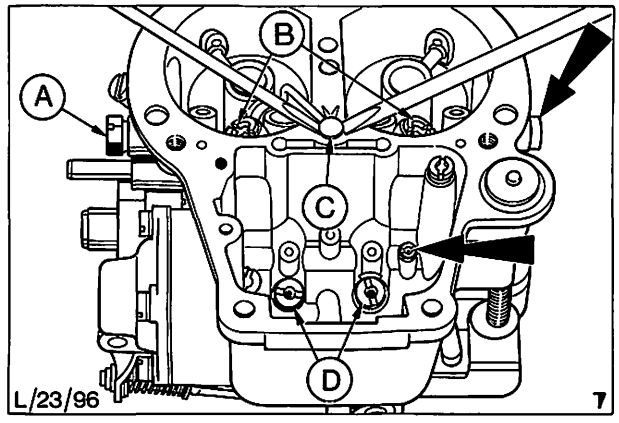

Abb. 77. Düsen, die zur Reinigung entfernt werden müssen
8. Düsen wie in Abb. 77 gezeigt aus dem Vergaser entfernen.
9. Spritzrohr mit zwei schmalen Schraubenziehern herausheben, Abb. 77.